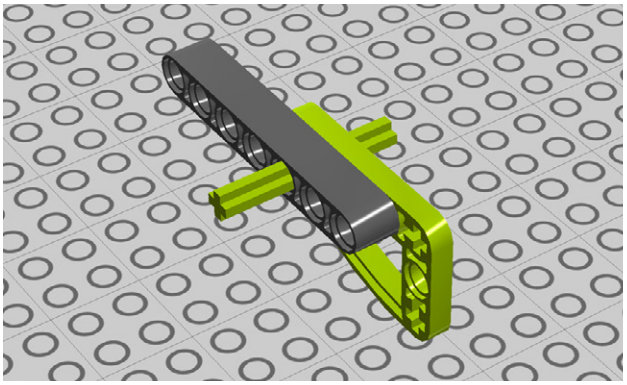

Figure 1-28. *Step 24: Beginning the main chassis*
24. Next, let's work on the main chassis. Connect a 7M beam, a halfbeam curve, and a 4M cross axle as shown in Figure 1-28. Note that this won't stay on—you'll have to hold it in place with your finger for now.